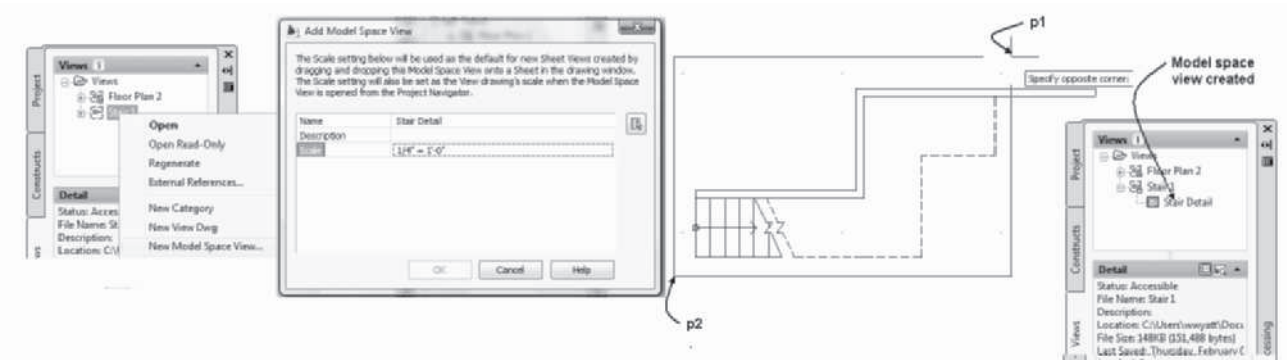

FIGURE 1.79 *Creating model space views in a View drawing*
2. Select the View drawing name in the **View** tab of the **Project Navigator**, right-click, and choose **New Model Space View** from the shortcut menu to open the **Add Model Space View** dialog box shown in Figure 1.79.
4. Verify that the model space view is listed below the View drawing in the **Project Navigator**, as shown at the right in Figure 1.79.